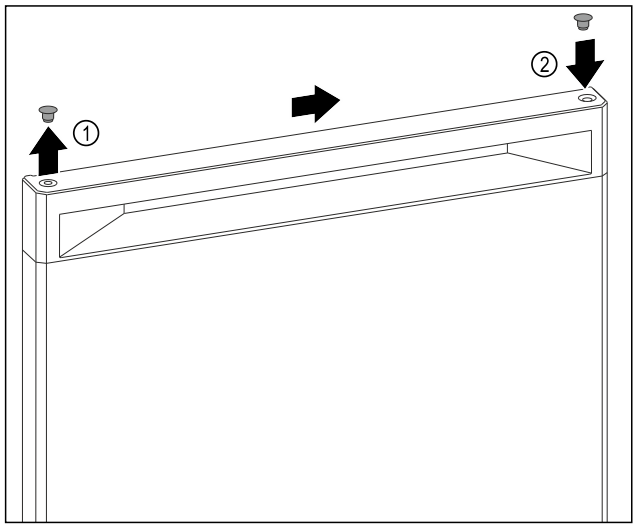

Fig. 9
▶ Paceliet uzmanīgi ar plakano skrūvgriezi nosedzošo aizbāzni durvju virspusē *Fig. 9 (1)*.
▶ Ievietojiet nosedzošo aizbāzni pretējā pusē. *Fig. 9 (2)*